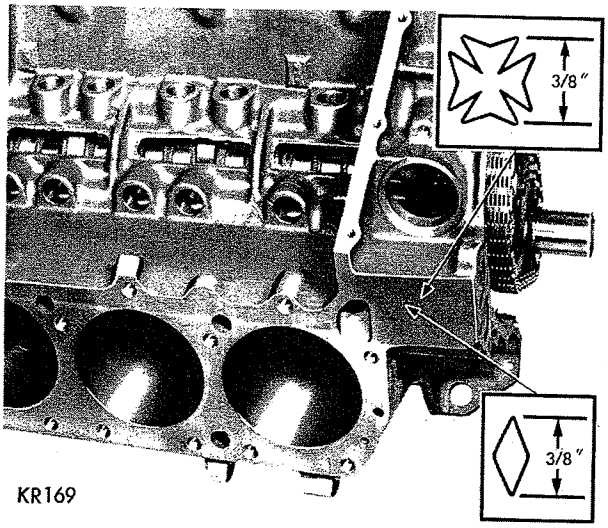
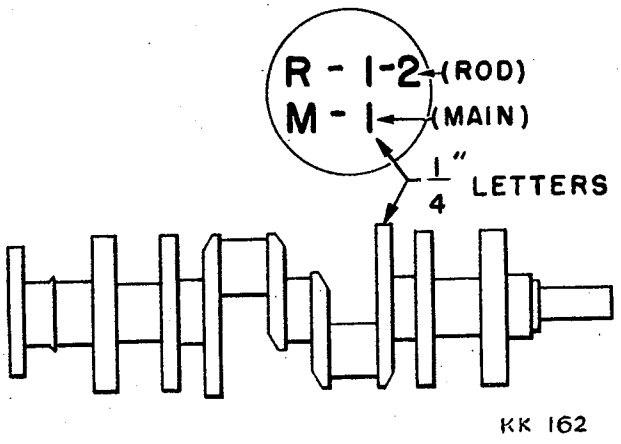

***Fig. 47—Showing Location of External Engine Numbering Pad***
*Fig. 48—Showing Location of Mark of No. 2 Counterweight*
**IMPORTANT: A Maltese Cross stamped on the engine numbering pad (Fig. 47) indicates that engine is equipped with a crankshaft which has one or more connecting rods and/or main bearing journal finished .001 inch undersize. The position of the undersize journal or journals is stamped on a machine surface of the NO. 3 counterweight (Fig.48). A Maltese Cross with an X indicates .010 inch undersize journals.**